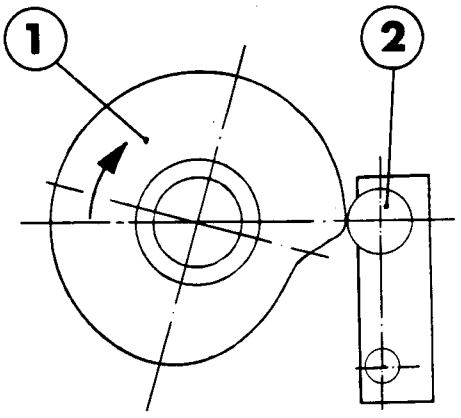

fig 1
Set scoop 1 acc to fig 1 on page 1420-51.
Set the cam (1) so that the cam roller (2) is positioned at the beginning of the cam high, acc to fig 1.
Set the gap between the counter and cutting wheels (sides 2 and 4) acc to fig 1 on page 1405-51.